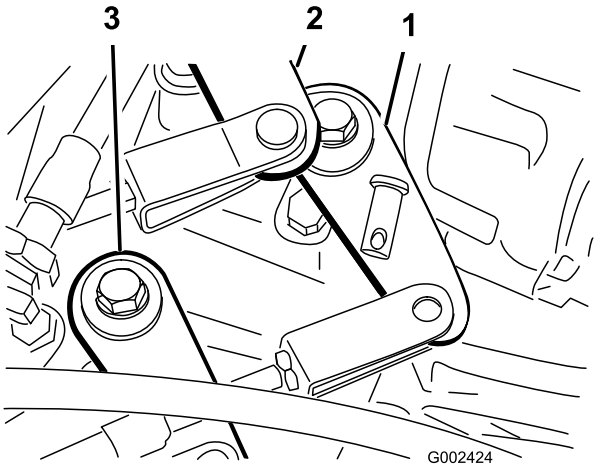

Figur 50
2. Ta loss de sprintbultar som håller växelvajrarna vid växellådans växlingsarmar (Figur 50).